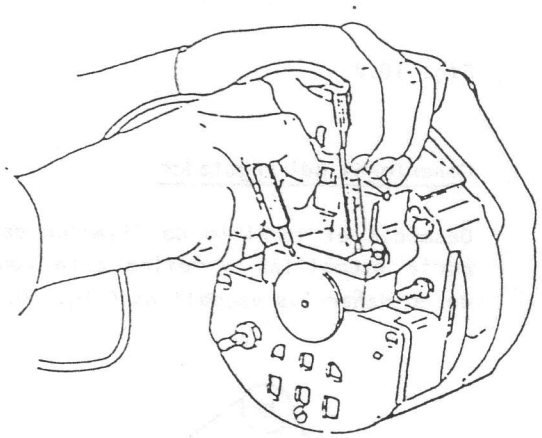

Fig. 10.14
3.- Conecte un ohmetro entre uno de los anillos rozantes y un punto de masa del alternador. El valor registrado por el ohmetro debe ser cero. Si el ohmetro registra alguna lectura es señal que el aislamiento está defectuoso. (Fig. 10.14)